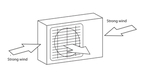

Fig. 6.1
- ☑ If the location is exposed to st rong winds (for example: near a seaside), the unit must be placed against the wall to shelter it f rom the wind. If necessary, use an awning. (See Fig. 6.1 & 6.2)